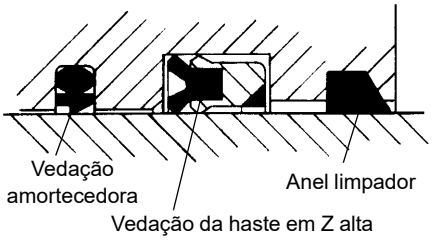

FIGURA 2-54
1. Instale os anéis de desgaste, a vedação amortecedora, a vedação da haste e o anel limpador de reposição na parte interna da cabeça Figura 2-54. Verifique se o entalhe da vedação amortecedora está distante dos anéis de desgaste. Verifique se a ranhura do aro da vedação da haste em Z alta está mais próxima dos anéis de desgaste.